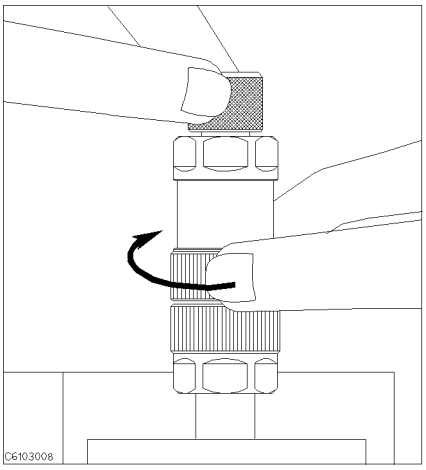

Figure 3-11.
16. Connect the low-loss capacitor to the APC-7® connector as shown in Figure 3-11.